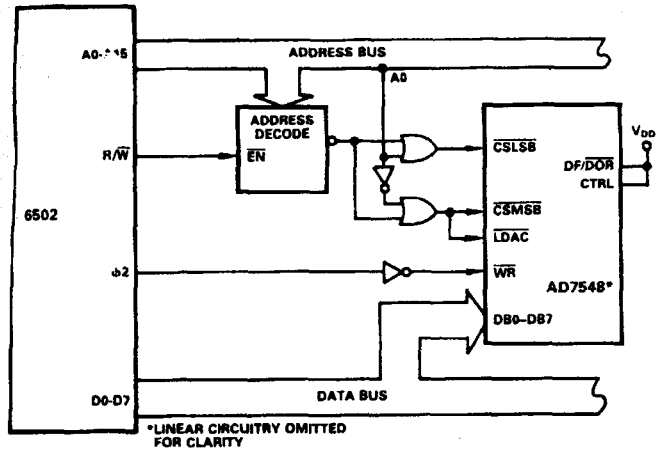
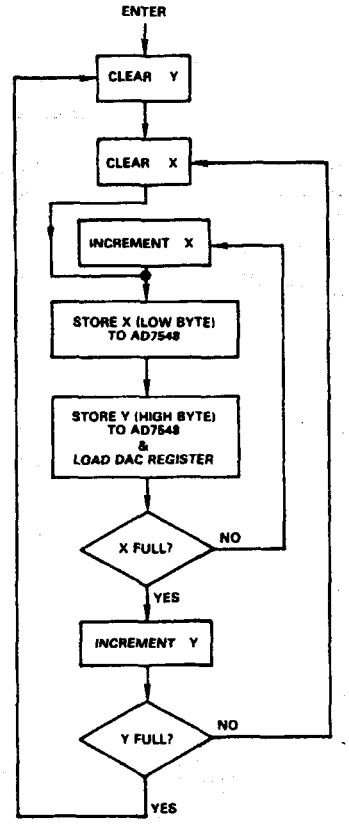

*Figure 14. AD7548 – 6502 Interface (Automatic Transfer Mode)*
*Figure 15. Flow Chart for Voltage Ramp Generation*
Figure 14 shows a typical AD7548 to 6502 microprocessor interface configured for automatic transfer of right-justified data. As a programming example, Figure 15 shows a flow chart for producing a 12-bit (4095-step-max) voltage ramp under 6502 control. Index registers X and Y of the 6502 form a 12-bit counter with the X-register holding the low byte of data and the Y-register the high byte. Table V shows the program listing. The X-register is compared with $FF_H$ and the Y-register with $10_H$ to determine when the ramp voltage has reached its maximum value ($FFF_H$). By changing the comparison data in the program the maximum ramp output voltage can be varied from levels corresponding to $FFF_H$ down to $000_H$. In the program listing of Table V the AD7548 has been assigned contiguous addresses 0400 (low byte) and 0401 (high byte and DAC register).
*Table V. Program Listing for Figure 15*